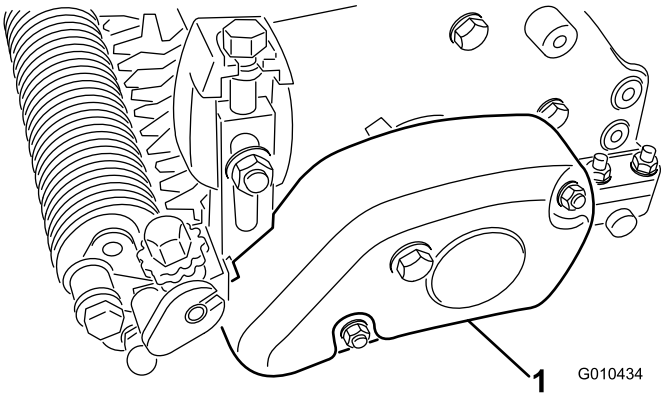

Figur 20
3. Fest remdekslet til trimsatshuset med tre låsemuttere (M8) som vist i Figur 20.